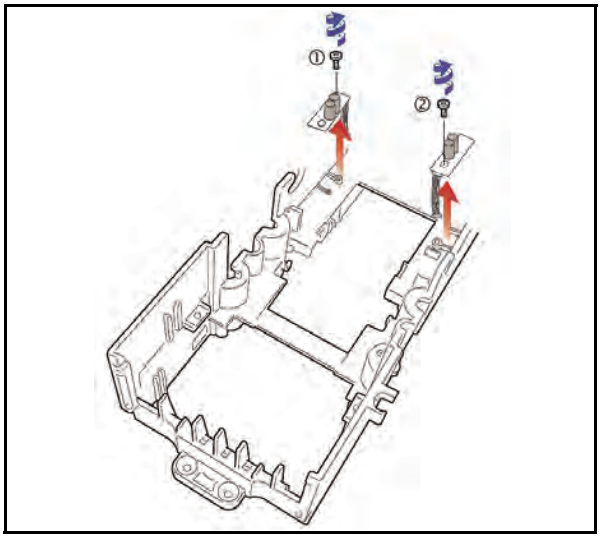

Figure 4-27 Small Feed Sensor Board Removal
1. Remove each Small Feed Sensor Board mounting screw (See Figure 4-27 ① and ②).
2. Remove each Small Feed Sensor Board as indicated by the arrows in Figure 4-27.